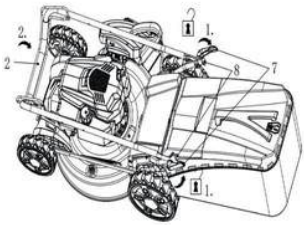

rys. 1
2. Rozłóż dwa zaciski (7), aby uwolnić górną rączkę (2) (rys. 1, krok 1).
3. Unieś górną rączkę (2) (rys. 1, krok 2) i umieść ją pomiędzy dwoma wspornikami (12), następnie wyrównaj górną rączkę (2) w pozycji tak, aby dźwignia hamulca (3) była skierowana do góry.
4. Przymocuj górną rączkę (2) do dolnych uchwytów (8), składając je razem i zabezpieczając zaciskami (7) (rys. 1, krok 3). Jeśli dźwignia hamulca (3) nie jest w prawidłowej pozycji, ponownie rozłóż uchwyty i ustaw je, aż będą równo dopasowane. Następnie dokręć nakrętki blokujące (rozmiar 13), aby ustawić kąt rączki (rys. 1).
5. Upewnij się, że przewody napędu (5) i hamulca (6) są prowadzone na zewnątrz i nie są skręcone.